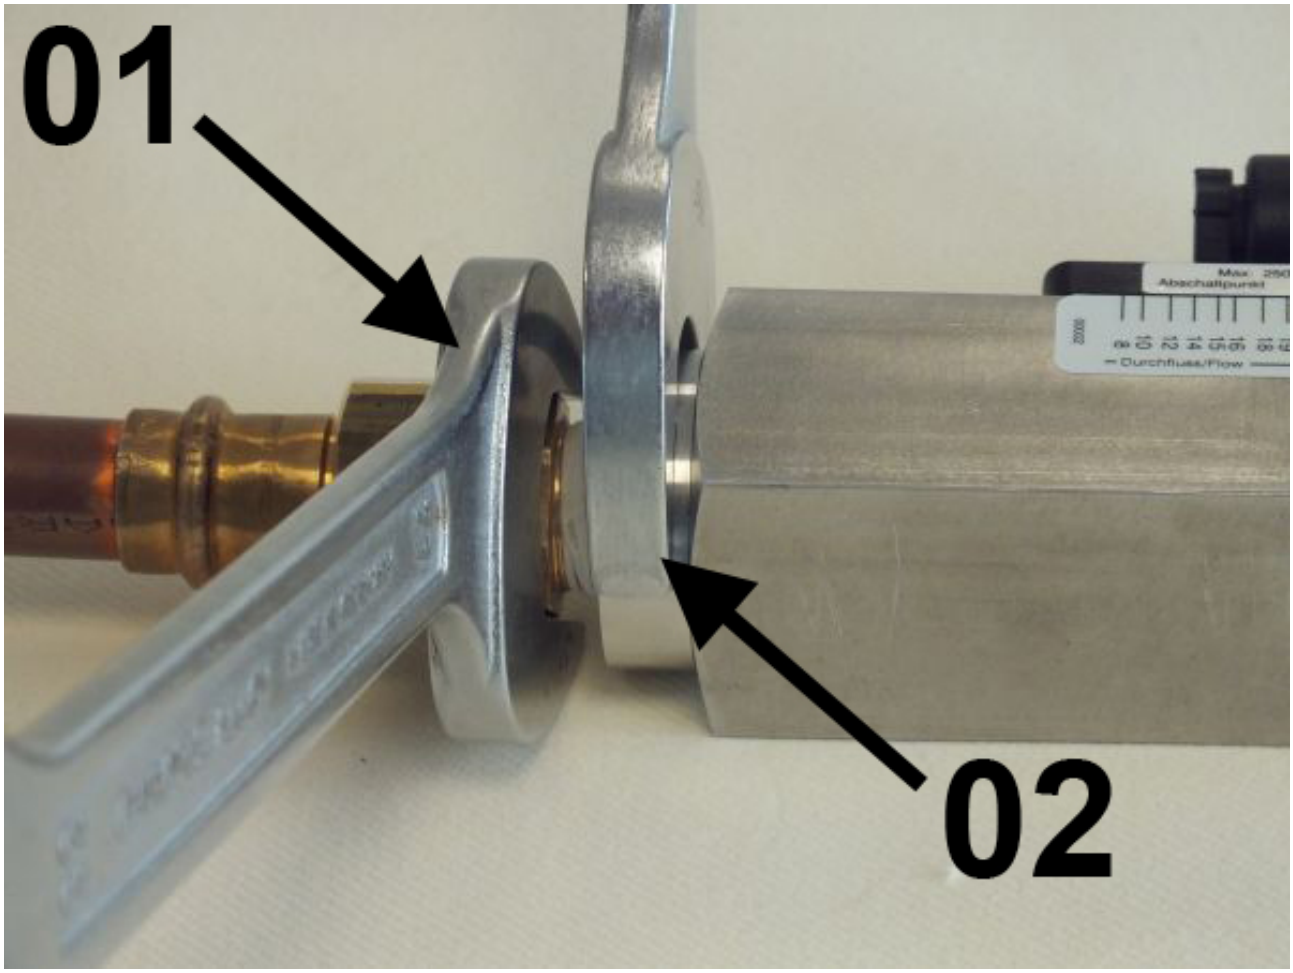

Fig. 12: Screw in the device
3. Keep turning in the adapter union (*Fig. 12*/01) while holding the process connection of the device locked (*Fig. 12*/02) until the connection is tight.